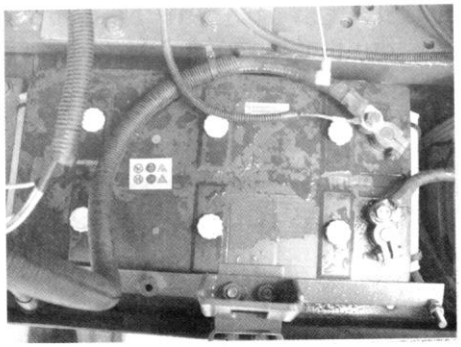

Рис. 4-21.
7. Уровень электролита в аккумуляторе (Рис. 4-21).